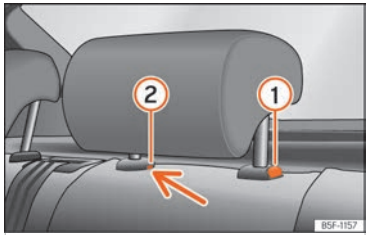

Fig. 99 Reposacaps del darrere: desmuntatge.
- Premeu la tecla ››› fig. 99 ① i, prement alhora per l'orifici del fiador ② amb un tornavís pla de màxim 5 mm d'amplada, traieu el reposacaps.